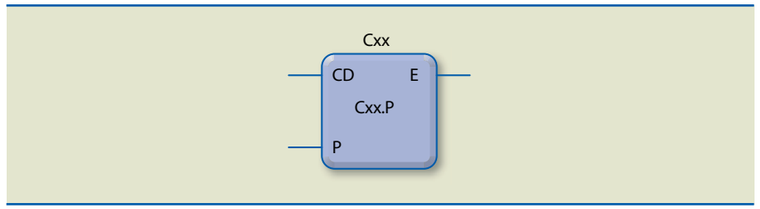

Figura 5.43
Nesse tipo de contador, o valor atual (Cxx.V) é carregado com o valor do *preset* (Cxx.P). O contador DOWN, denominado contador decrescente (figura 5.43), decrementa uma unidade toda vez que o contato associado à entrada (CD) passa do estado lógico “0” para o “1”. Quando o valor atual do contador chegar a zero, a saída (E) do contador será acionada, passando do nível lógico “0” para o “1”. Quando a entrada associada ao *preset* (P) do contador for acionada, passando do nível lógico “0” para o “1”, o valor atual do contador será carregado com o valor do *preset* e sua saída voltará ao estado inicial (nível lógico “0”), podendo reiniciar a contagem.